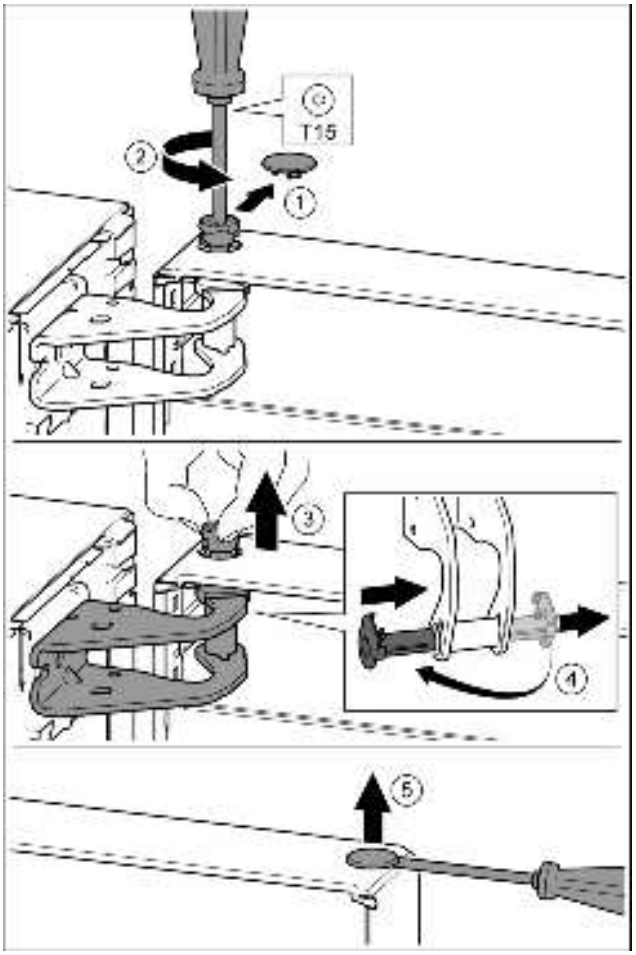

Fig. 9
▶ Carefully remove the protective cover. *Fig. 9 (1)*
▶ Undo the bolt a little with a T15 screwdriver. *Fig. 9 (2)*
▶ Hold the door and remove the bolts with your fingers. *Fig. 9 (3)*
▶ Pull the bearing bush out of the guide. Insert from the other side and click into place. *Fig. 9 (4)*
▶ Carefully lift the plugs out of the door bearing bush with a slotted screwdriver and remove. *Fig. 9 (5)*